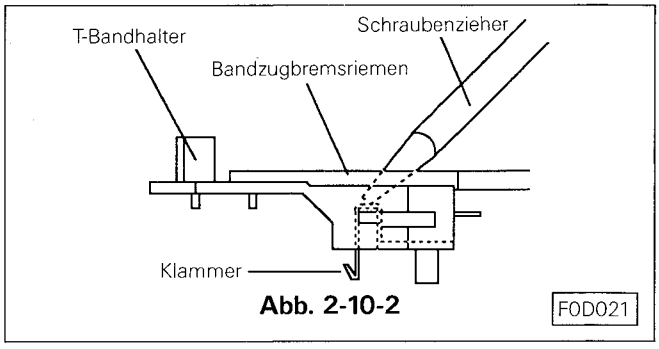

Abb. 2-10-2 F0D021
C. Die Klammer des T-Bandhalters mit einem schmalen Schraubenziehr lösen (siehe Abb. 2-10-2) T-Bandhalter vorsichtig entfernen, beachten Sie, daß das Bremsband nicht verschmutzt.
Beim Einsetzen des T-Bandhalter darauf achten, daß der Haken am Halter fest im Chassis einrastet, ist das Einrasten schwierig, benutzen Sie einen kleinen Schraubenzieher und drücken den Haken leicht ins Chassis. (Siehe Abb. 2-10-2)